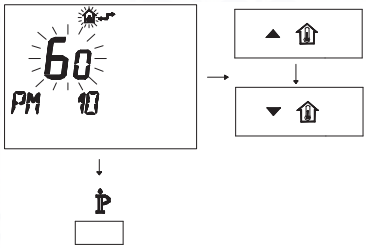

Fig. 7.42
- To modify the programmed SET, act on buttons ▲ or ▼ and wait for the number programmed to flash (Fig. 7.42).